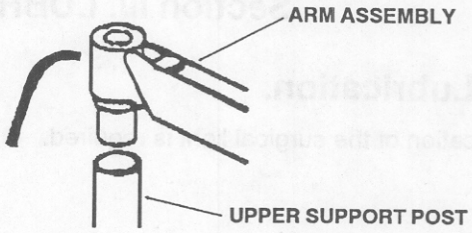

Figure 3-5. Mounting the lighthead and arm assembly.
d. Insert the lighthead and arm assembly mount into the upper support post. Refer to figure 3-5.